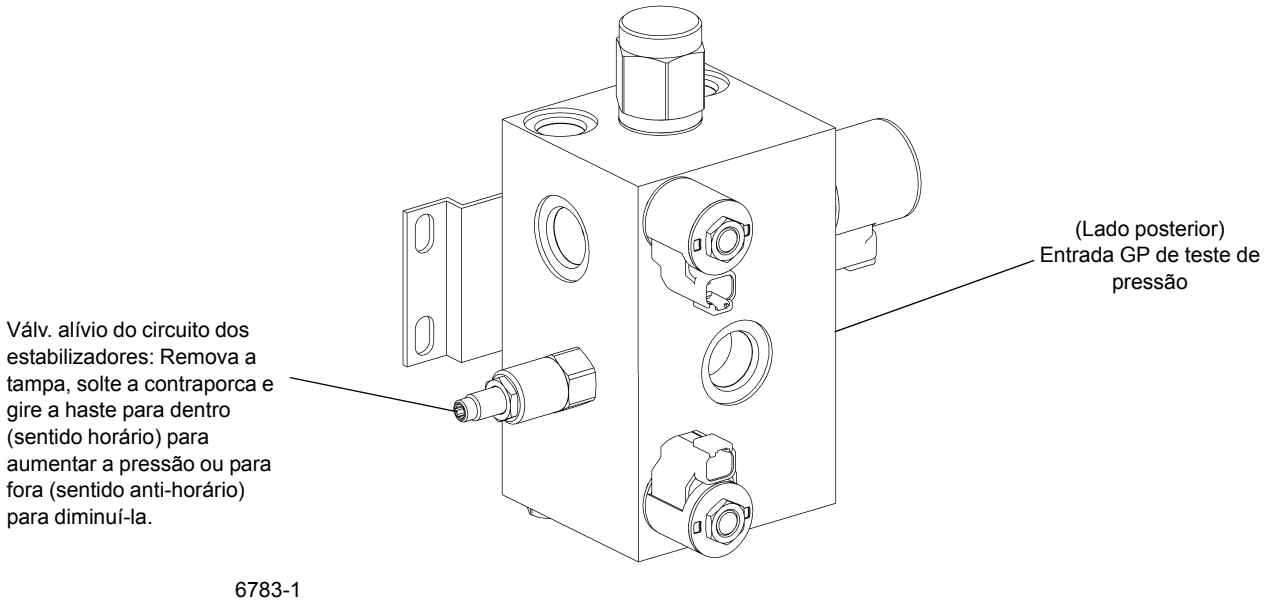

FIGURA 2-12
1. Remova a tampa e instale o manômetro na entrada de teste de pressão da válvula seletora dos estabilizadores, identificada com GP (consulte a Figura 2-12).